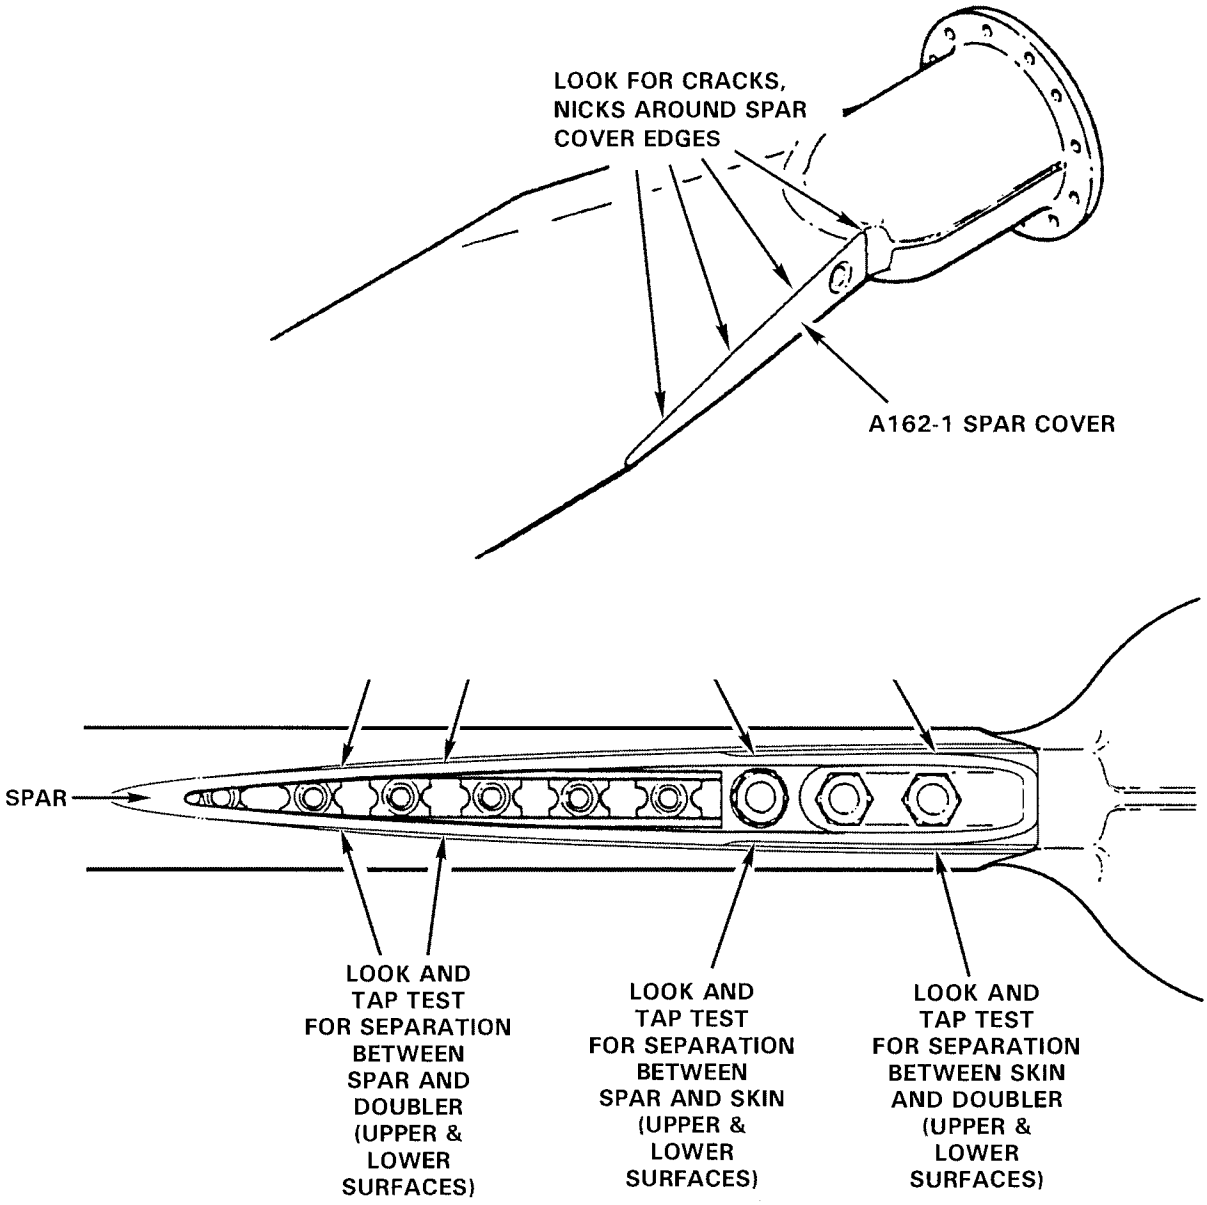

FIGURE 2-14 MAIN ROTOR BLADE SPAR COVER AREA DETAIL INSPECTION
1. See Figure 2-14. Remove spar cover. Use single-edge razor blade or knife to lift outboard tip of spar cover from leading edge, then peel cover off with pliers.
c. Separation with a total length greater than 2.5 inches per side. See Figure 2-14.
d. Any separation between the skin and spar in Area A. See Figure 2-14.